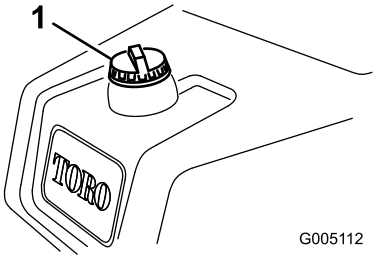

Figur 26
1. Gör rent runt tanklocket och ta bort det (Figur 26).